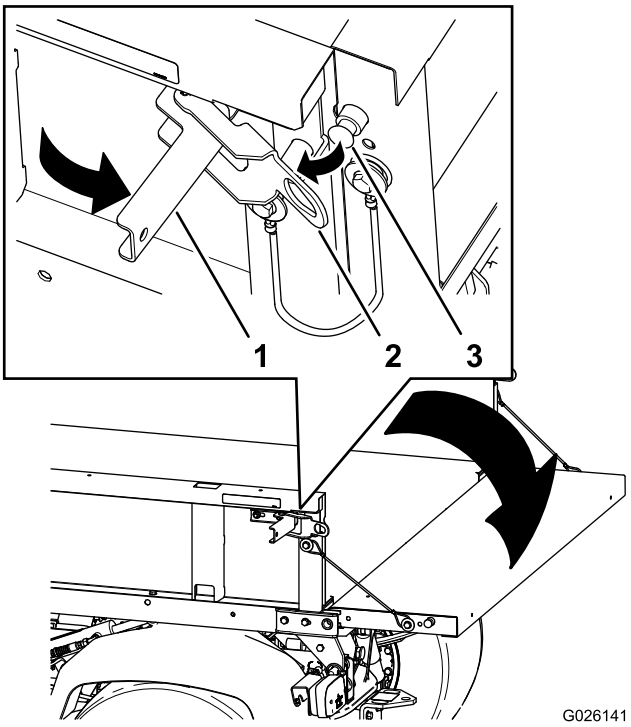

Figura 13
2. Aprite i fermi sul lato destro e sinistro del cassone e abbassate la sponda posteriore (Figura 13).